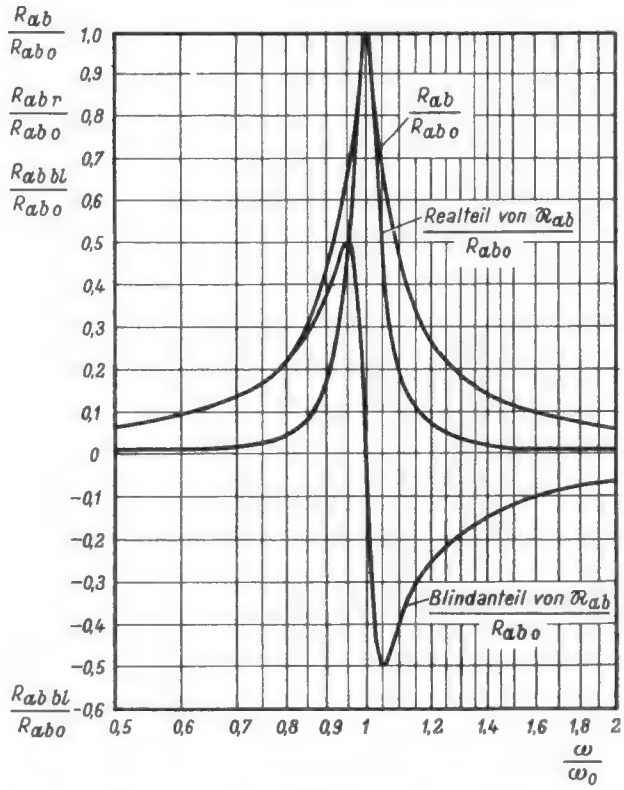

Bild 7. Frequenzgang des Scheinwiderstandes, seiner Wirk- und Blindkomponente (d = 10%)
In *Bild 7* ist der durch die Formeln (22) und (23) bestimmte Verlauf des Realteiles und des Blindteiles vom Parallelwiderstand $\mathfrak{R}_{ab}$ für eine Dämpfung von 10% als Beispiel gezeichnet.
Man beachte, daß der reelle Anteil gleich dem Blindanteil des halben Resonanzwiderstandes bei $\dfrac{\omega}{\omega_0} = 0{,}95$ und $\dfrac{\omega}{\omega_0} = 1{,}05$ ist. Die Phasenverschiebung von 45° tritt also dann auf, wenn $\dfrac{\omega}{\omega_0} - \dfrac{\omega_0}{\omega}$, d. h. die Verstimmung = 0,1 ist. Im vorliegenden Beispiel war eine Dämpfung von 10 % = 0,1 zugrunde gelegt. Daraus folgt, daß die Phasenverschiebung von 45° bei der Verstimmung, die gleich der Dämpfung ist, erreicht wird. Der Kreiswiderstand R_{ab} ist dann an dieser Stelle auf $\sqrt{(0{,}5\,R_{ab\,0})^2 + (0{,}5\,R_{ab\,0})^2} = 0{,}7\,R_{ab\,0}$ gesunken (Bild 7).
Bild 7 gilt auch für den Serienkreis. Zu berücksichtigen ist: